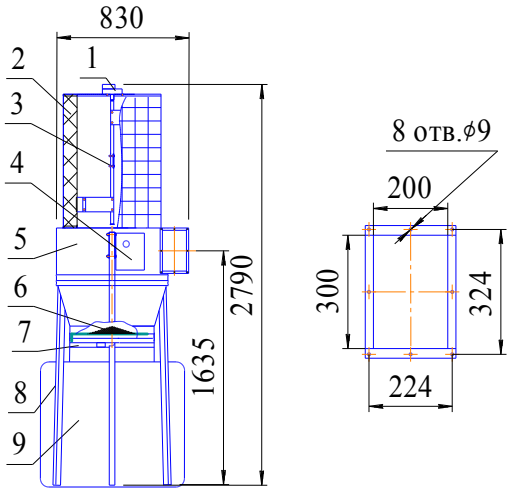

Рис.2
6.2.3 Собрать установку (рис.2), при этом кронштейн крепления пульта управления регенерацией (далее пульт) установить на одной из стоек таким образом, чтобы был обеспечен свободный доступ к органам управления.